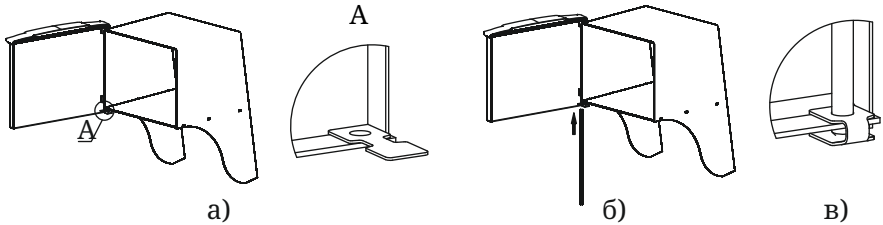

Рисунок 8. Установка дверцы при монтаже печи
2. Установите дверцу на втулки топливного канала, совместив отверстия (рисунок 8.а);
3. Совместите отверстие упора с нижним отверстием каркаса, при этом упор должен располагаться внутри каркаса (рисунок 8а);
4. Вставьте ось через отверстия снизу вверх (рисунок 8.б),
5. Подогните упор, фиксируя конец оси между площадками упора (рисунок 8.в).